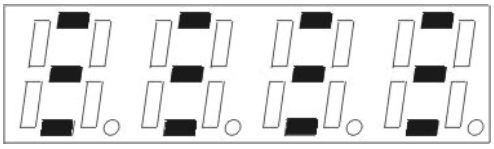

Рисунок 7
– Нажать кнопку «ВЫБОР СКОРОСТИ» для записи значения скорости в память прибора. В процессе записи на экране присутствуют три ряда штрихов (рисунок 7).